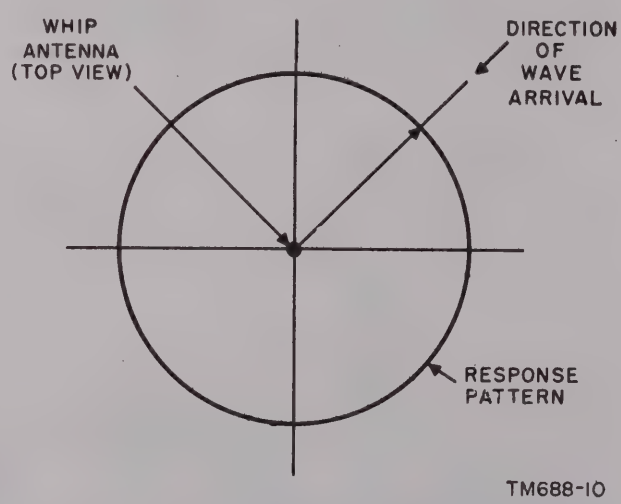
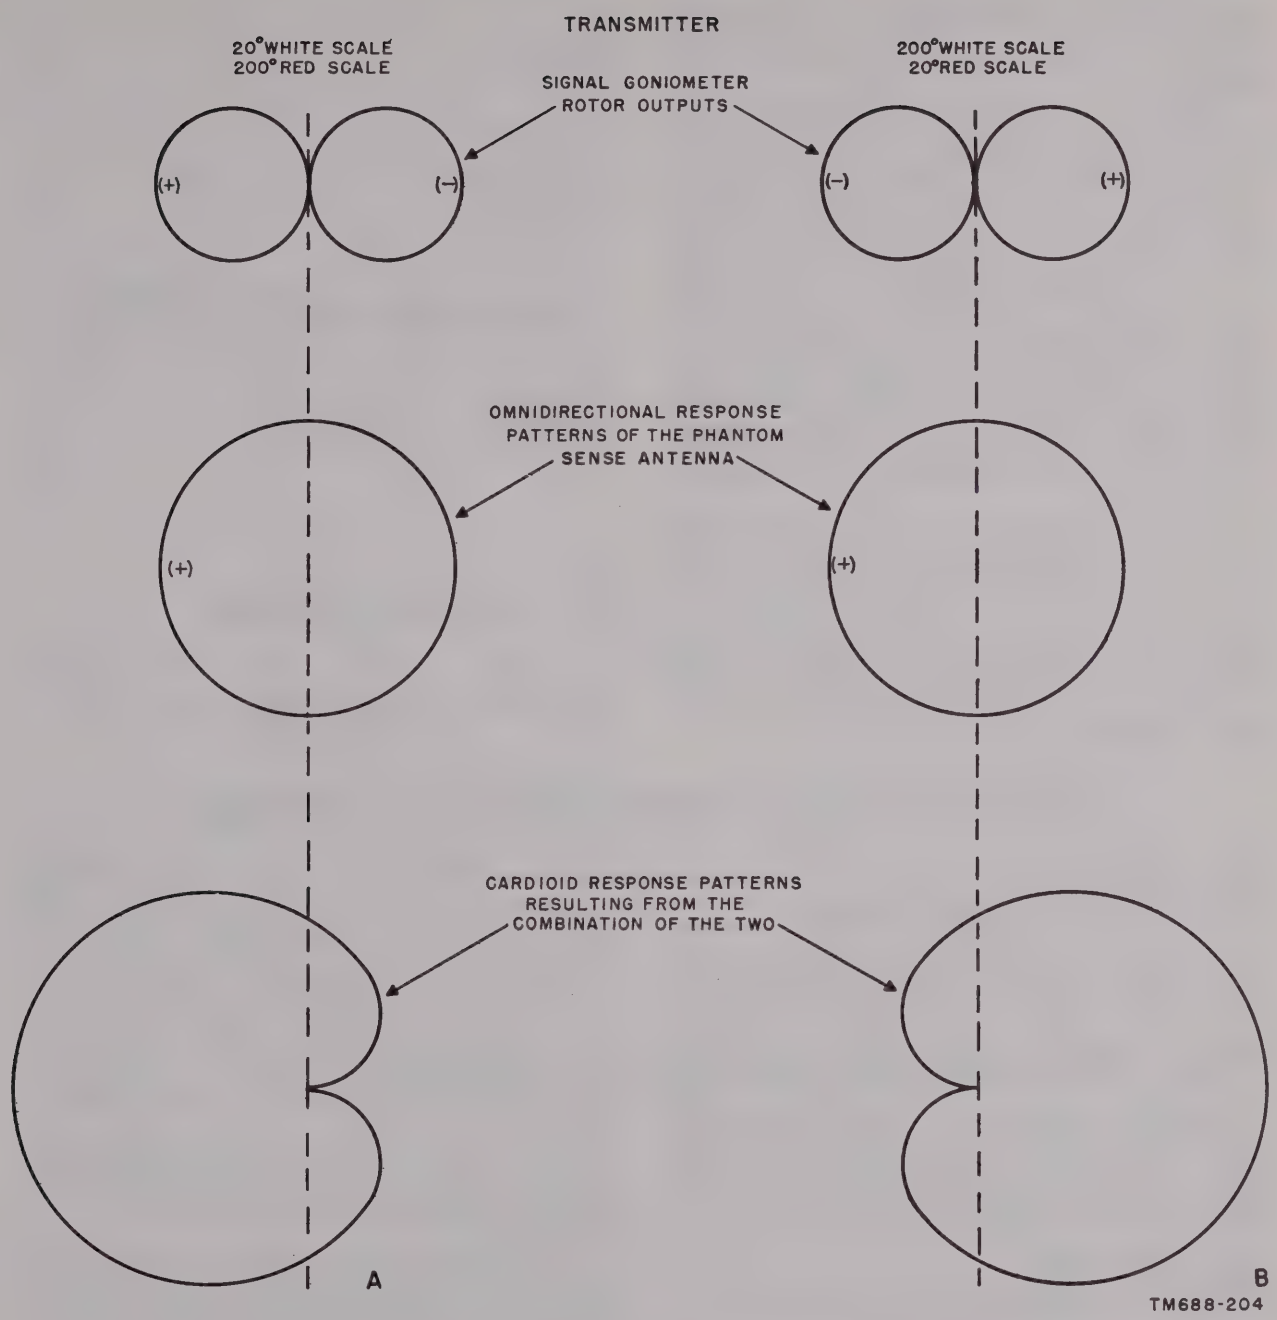

Figure 59. Whip antenna response pattern.
Figure 68. Sensing during aural-null operation using either the crossed-loop or Adcock antenna.
b. The whip antenna responds equally well to signals from any direction in the horizontal plane. Thus, if a transmitter were moved in a circle about the antenna, identical response would be obtained at equal transmitter distances. A response pattern of the whip antenna is shown in figure 59.
c. The output from the north-south loop is connected to one of the stator windings in the signal goniometer. The output from the east-west loop is connected to the other stator winding. The current flow through the two perpendicular stator windings set up a resultant field within the signal goniometer that corresponds in direction to the direction of arrival of the signal. If the rotor of the signal goniometer is parallel to the resultant field within the goniometer, maximum voltage is induced in the rotor. If the rotor is perpendicular to the resultant field, minimum voltage is induced in the rotor. When the rotor is rotated through 360°, there are two positions of the rotor in which maximum rotor output is obtained and two positions in which minimum rotor output is obtained. The rotor output is represented in figure 68 as a figure-eight response pattern. The nulls of the figure-eight response pattern represent the rotor output when the rotor is perpendicular to the resultant field and the maximums represent the rotor output when the rotor is parallel to the resultant field. As the rotor is rotated through a null position, the phase of the output changes as indicated by the positive and negative signs on the figure-eight rotor output pattern shown in figure 68.
a. A sense-finding signal can be derived from a crossed-loop antenna without the use of an auxiliary sense antenna. The sense signal is obtained by taking a portion of the voltage from each loop leg and combining these four voltages additively. The resultant response pattern of this phantom sense antenna is identical with the omnidirectional response pattern of the separate sense antenna used with the single-loop antenna (fig. 59). The omnidirectional response of the phantom sense antenna is shifted in phase and combined with the signal goniometer rotor output to produce the cardioid pattern illustrated in figure 68. The phantom sense circuits are contained in the signal goniometer and discussed in paragraph 129.
c. The goniometer drive bearing indicator scale, which is rotated to rotate the rotor of the signal goniometer during aural-null operation, has two scales calibrated in degrees. One of the degree readings is in red and the other is in white. The two readings differ by 180°. The sensing procedure illustrated in figure 68 determines on which scale the direct bearing is read.
(1) In A, figure 68, the rotor of the signal goniometer is positioned for zero output. A reading of 20° is indicated on the white scale and a reading of 200° is indicated on the red scale. When the omnidirectional response of the phantom sense antenna is added to the rotor output, the null of the resultant cardioid pattern produced is 90° clockwise from the null of the rotor output.
(2) In B, figure 68, the rotor of the signal goniometer is also positioned for zero output on the same transmitter signal by rotating the rotor 180° from the position established in A. In this position of the rotor, a reading of 200° is indicated on the white scale and a reading of 20° is indicated on the red scale. When the omnidirectional response of the phantom sense antenna is added to the rotor output, the null of the resultant cardioid pattern is 90° counterclockwise from the null of the rotor output.
(1) In A, figure 68, clockwise rotation of the rotor is approaching the null of the cardioid pattern and the strength of the signal would decrease. The decrease in signal strength is an indication that the direct bearing is indicated on the white scale (20°).
(2) In B, figure 68, clockwise rotation of the rotor is approaching the maximum of the cardioid pattern and the strength of the signal would increase. The increase in signal strength is an indication that the direct bearing is indicated on the red scale (20°).
(3) In both of the two possible null positions of the rotor, the same direct bearing was indicated. That is, the sensing procedure distinguishes the direct bearing from the reciprocal bearing by determining on which scale the direct bearing is read.